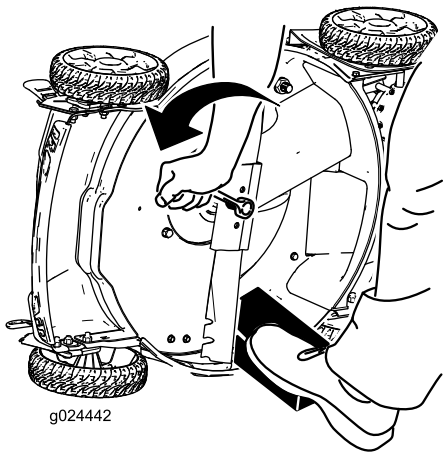

Figur 25
3. Brug en træklods til at holde skærekniven fast (Figur 25).
4. Fjern skærekniven ved at dreje skæreknivbolten mod uret, og gem alle monteringsbolte, indtil du skal monteret den nye skærekniv (Figur 25).